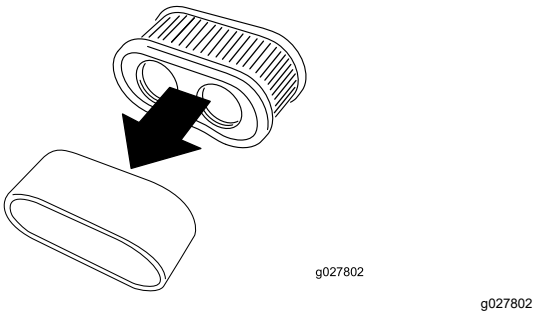

Figure 37
5. Séparez l'élément en mousse de l'élément en papier (Figure 37).